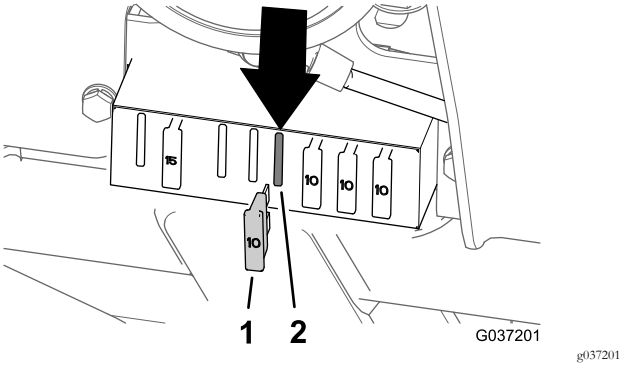

Figur 38
- Modell 30654, 30657 och 30659 – femte säkringsplatsen från vänster (Figur 38)